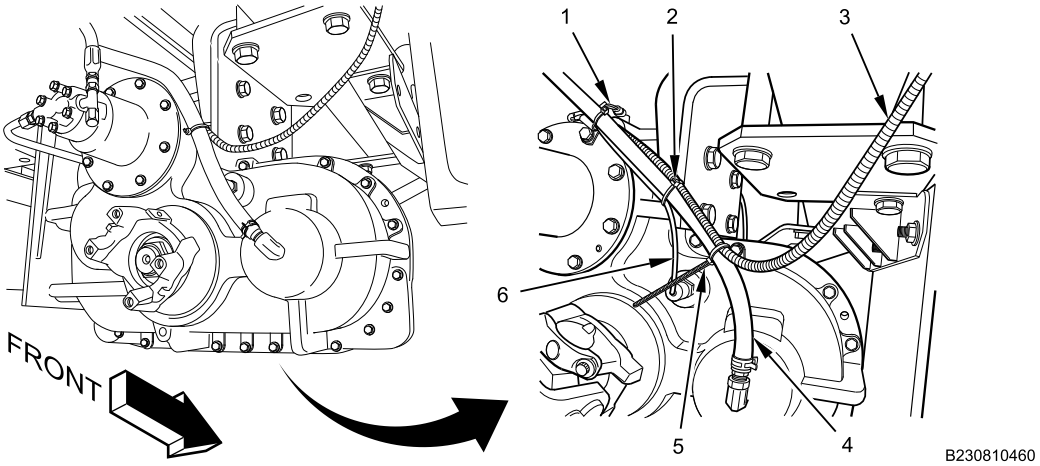

Figure 14. Transfer Case Vent Tube.
9. Install new fuel line tubing cable lock straps (Figure 14, Item 1, 2, and 5) on fuel line tubing (Figure 14, Item 3), transfer case vent tube (Figure 14, Item 4), and transfer case engagement sensor harness (Figure 14, Item 6).